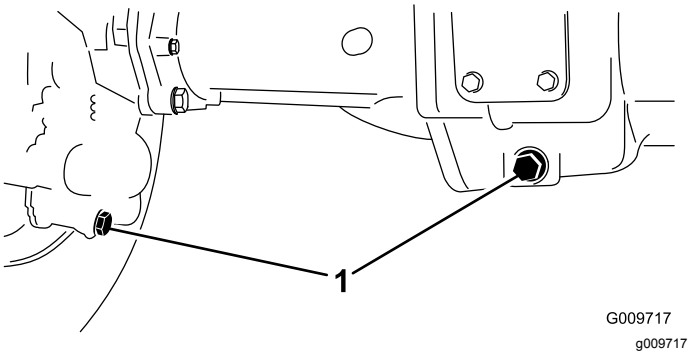

Rysunek 47
2. Oczyścić obszar wokół 3 korków spustowych, po 1 na każdym końcu i 1 na środku (Rysunek 47).